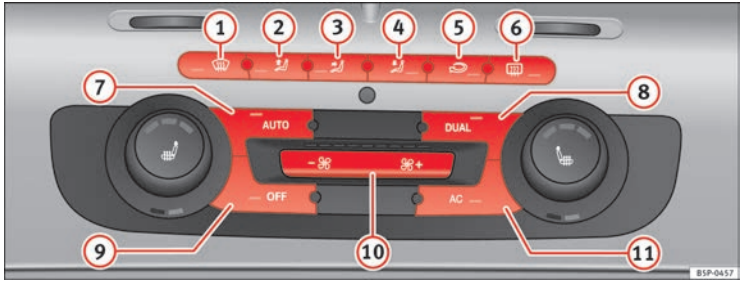

Fig. 132 On the dash panel: 2C Climatronic controls
– Turn the temperature control knobs ⇒ fig. 132 in order to adjust the temperature on the left hand side or the right hand side respectively.
– Press the AUTO button ⇒ page 166, fig. 132. “AUTO High” is shown on the radio display (high fan speed).
– Press the AUTO button again ⇒ page 166, fig. 132. “AUTO Low” is shown on the radio display (low fan speed).